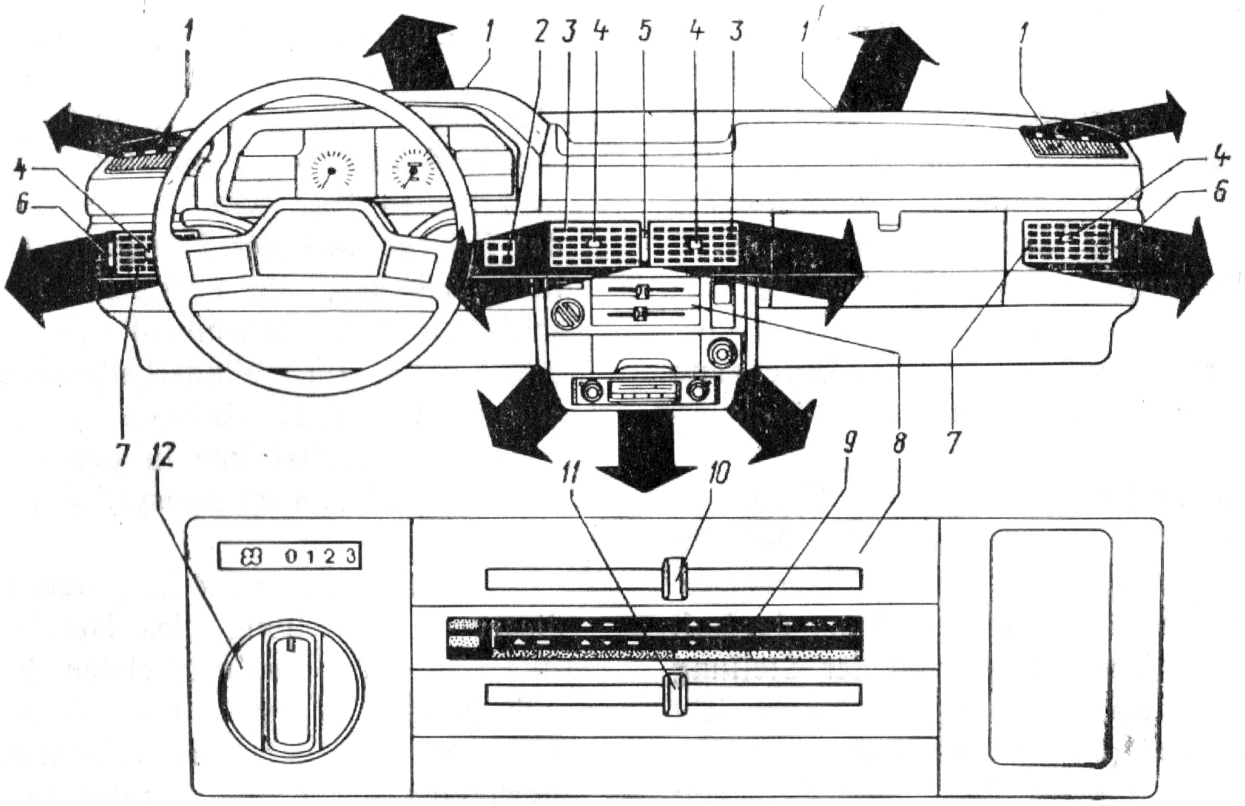

Bild 8. Betätigungselemente des Lüftungs- und Heizungssystems:
Die Lüftung und Heizung des Fahrgastraumes werden in Abhängigkeit von der Außenlufttemperatur benutzt. In Bild 8 sind durch Pfeile die Richtungen des in den Fahrgastraum eintreffenden Außenluftstromes gezeigt.
1. Über die Luftführung *1* (s. Bild 8) für Windscheibenentfrostung — Symbol △.